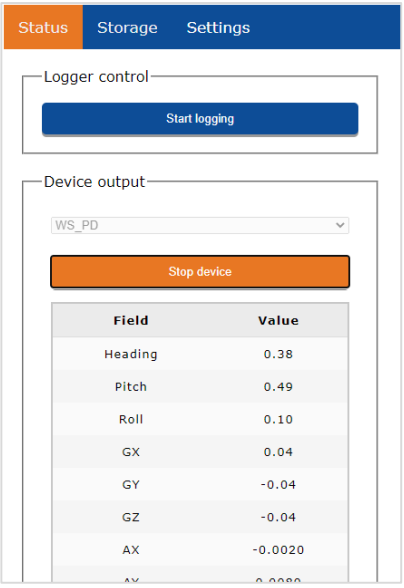

**Fig. I.1.**
The main opened window will look similar to Fig. I.1 depending on whether the unit has been configured to output data or not. Regardless, there are three different main menu items that the user can choose from:
- In the "Device output" section, the user has the ability to start and stop the device using the "Stop device" or "Start device" button. Additionally, located in this section, is a drop-down menu that contains the available output data formats that are selectable for the unit. This menu is only available if the device has been stopped. The "Status" window can be seen below in Fig. I.1.